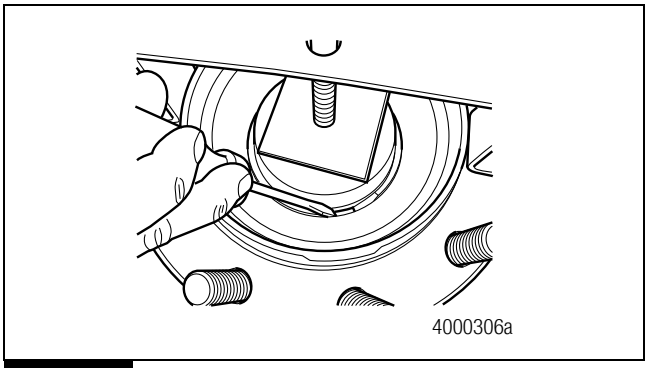

Figure 6.61
5. Use a screwdriver to install the snap ring into the hub unit groove. Press the end of the snap ring and continue around the entire length of the snap ring. Figure 6.61.